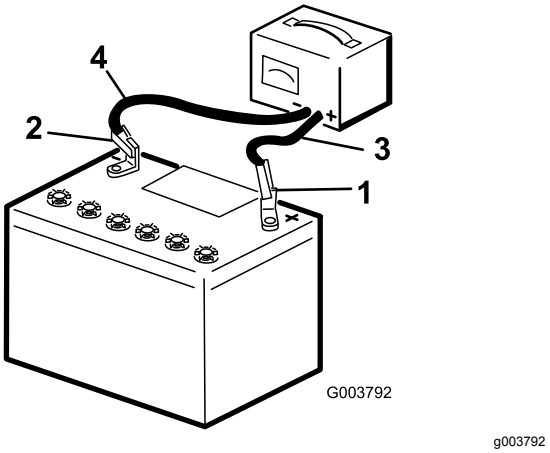

Figur 38
2. Ladda batteriet med 3–4 A under 4–8 timmar (Figur 38). Överladda inte batteriet.
3. När batteriet är fulladdat ska laddaren kopplas bort från eluttaget, och sedan ska laddningskablarna kopplas bort från batteripolerna (Figur 38).